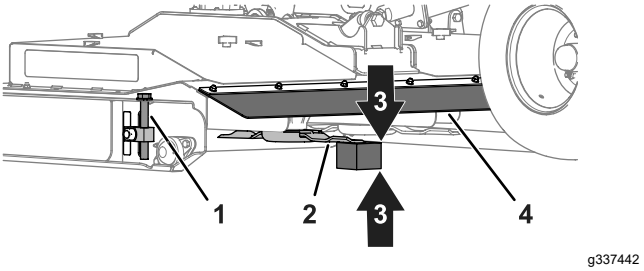

Figuur 80
1. Aan de achterkant van het maaidek: til de achterste flap op en lijn het houten blok 51 mm uit tussen het achterste uiteinde van het middelste maaimes en de grond (Figuur 80).